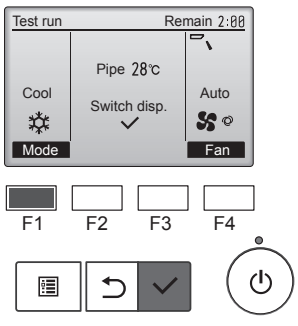

Rys. 7-3
① Naciskać przycisk [F1], aby zmienić tryb pracy. (Rys. 7-3)